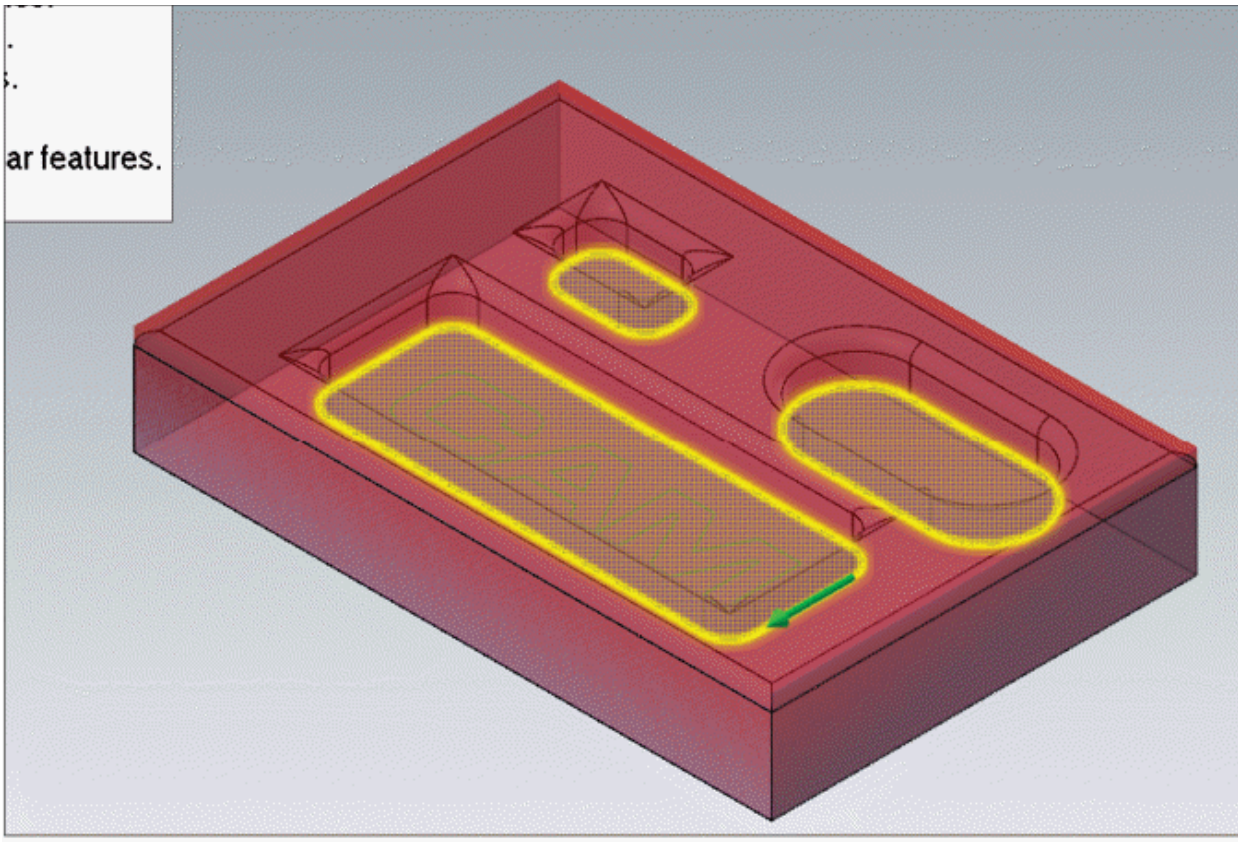
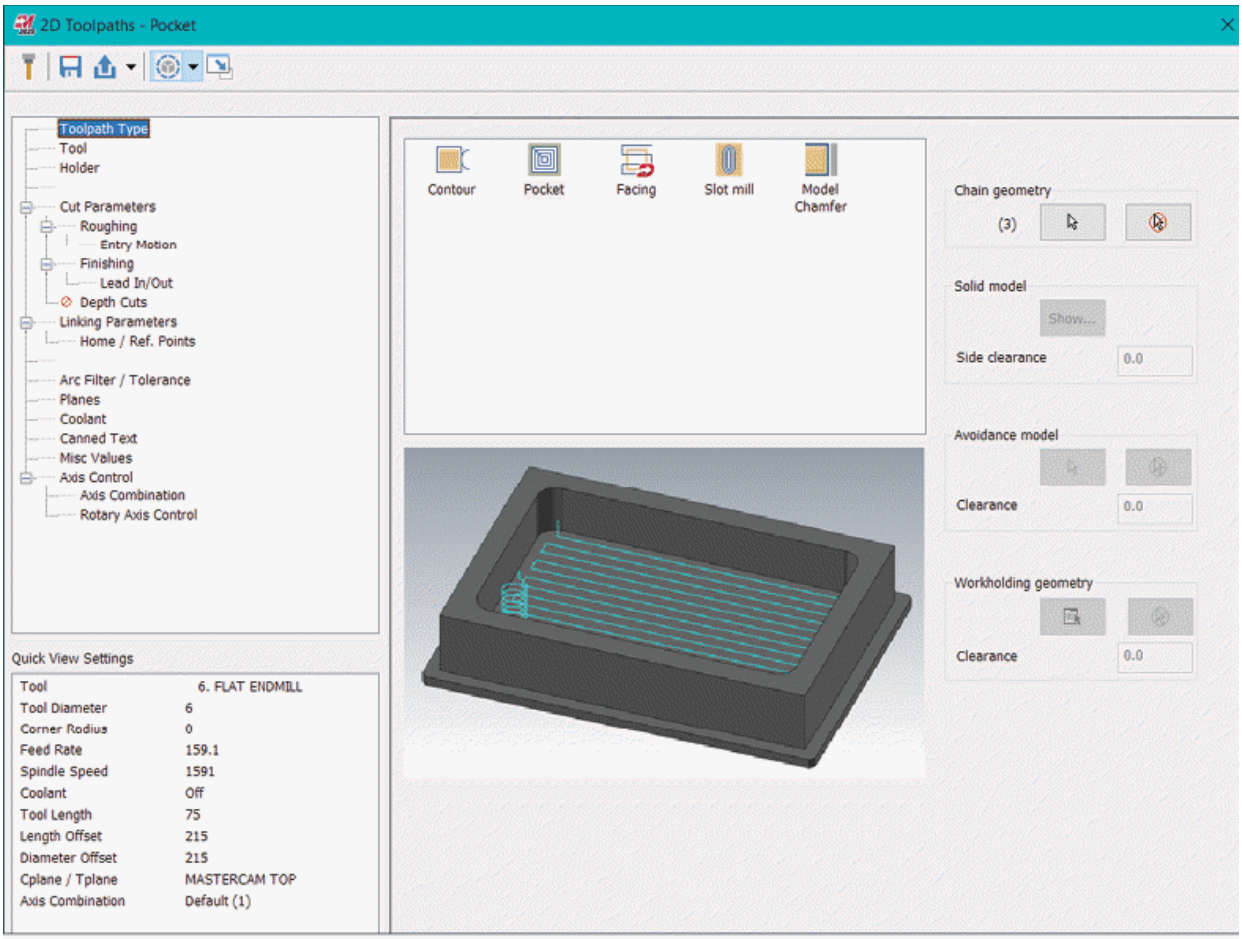

Figure-12. Faces selected for pocket milling
Figure-13. 2D Toolpaths-Pocket dialog box
- Select the faces as shown in Figure-12 and click on the **OK** button from the dialog box. The **2D Toolpaths-Pocket** dialog box will be displayed; refer to Figure-13.